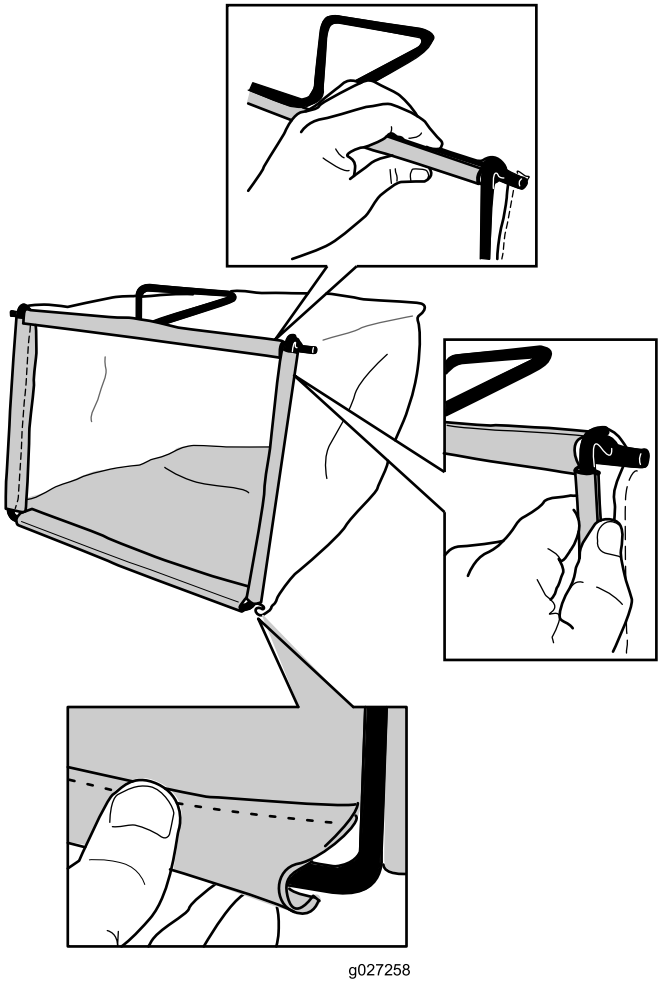

Bild 10
2. Haken Sie den unteren Kanal des Grasfangkorbs an der Unterseite des Rahmens ein (Bild 10).
3. Haken Sie die oberen und seitlichen Kanäle des Grasfangkorbs an der Oberseite und der Seite des Rahmens ein (Bild 10).